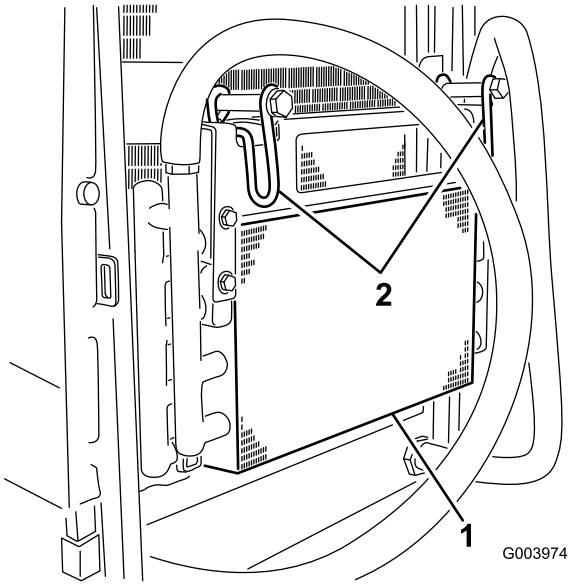

Figur 64
5. Drej låsehåndtagene indad, så oliekøleren løsgøres (Figur 64).